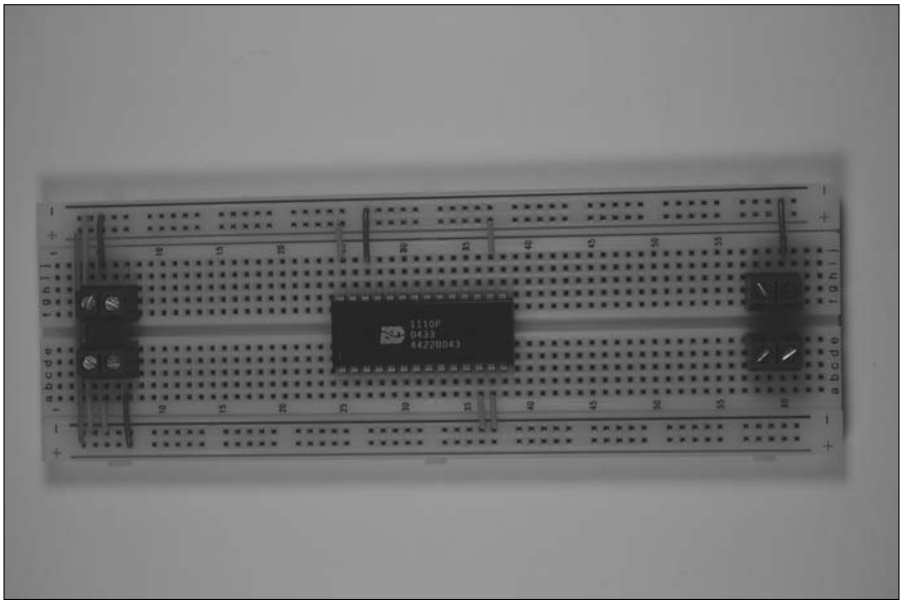

Figure 14-6: Connect components to the +V bus.
3. **Insert wires to connect each component and terminal to the +V bus and insert a wire between the two +V buses to connect them, as shown in Figure 14-6.**